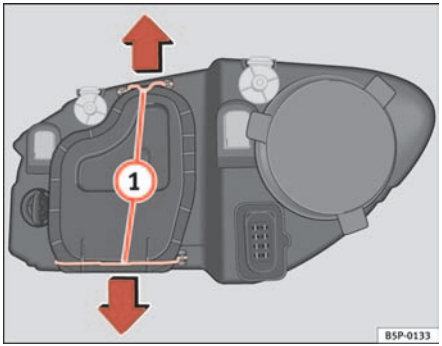

Fig. 180 Dipped head-lights
– Remove the loops ⇒ page 249, fig. 180 (1) in the direction of the arrow and remove the cover.